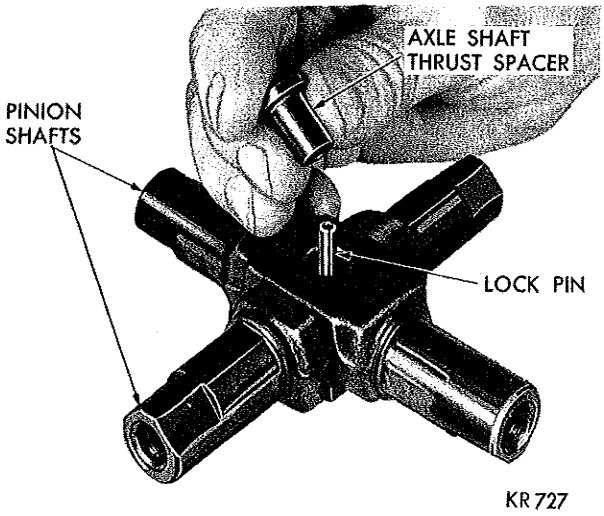

***Fig. 12—Removing or Installing Axle Shaft Thrust Spacers***
mine that the thrust spacers have not fallen out of the pinion shaft (Fig. 12). The spacers may be observed through the axle shaft opening of the axle housing. This may be done with the aid of a small flashlight. If the spacers are out of place, it will be necessary to disassemble the "Sure-Grip" differential to reinstall them.
(6) Remove axle shaft thrust spacer by pressing out lock pin (Fig. 12).
(4) Place pinion gears on shafts and install assembly in drive gear half of case. Insert the thrust spacer in pinion shaft (Fig. 12).
(5) Slide cap half of case over the edge of bench far enough to insert one finger up through the assembly to hold it together. Place the assembly on drive gear half, matching scribe marks.
(6) Make sure markings on each differential case half coincide. Install the differential case bolts and turn in a few threads.
(7) With shafts installed, center the cross shafts between the two ramp surfaces in differential case. Tighten differential case bolts evenly by alternately turning opposite bolts until all are tightened to 45 foot-pounds. To keep splines of the side gear and clutch plates in exact alignment during the tightening procedure, move axle shafts back and forth as bolts are being tightened. After assembly, slight misalignments of the splines can be corrected by moving axle shafts back and forth until free. Remove axle shafts.
(9) Follow procedures outlined in conventional axle assembly for pinion setting, drive gear backlash adjustment and bearing preload adjustment.